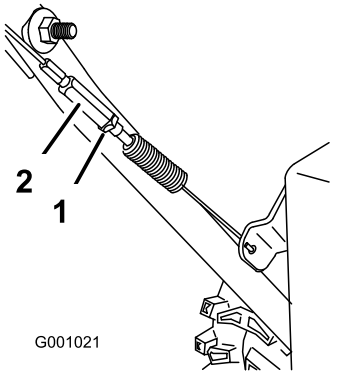

Figura 43
3. Serrate il controdado (Figura 43).